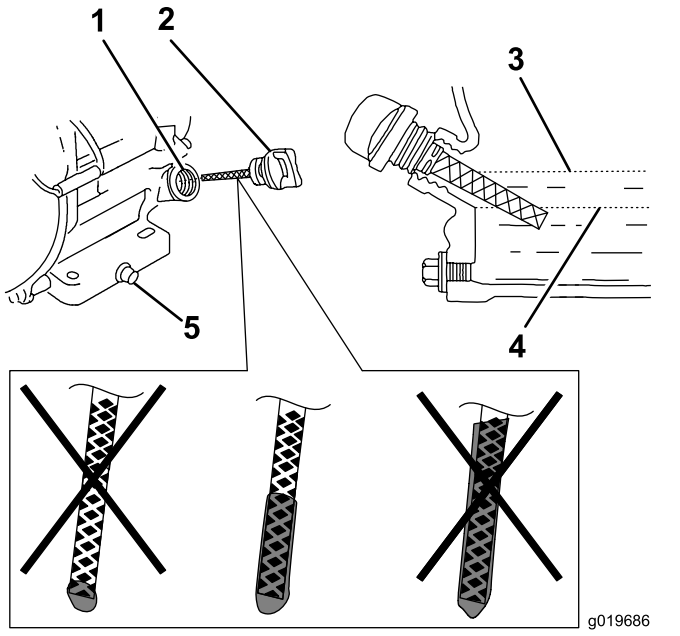

Figura 16
6. Retire la varilla y compruebe el nivel de aceite del motor (Figura 16).